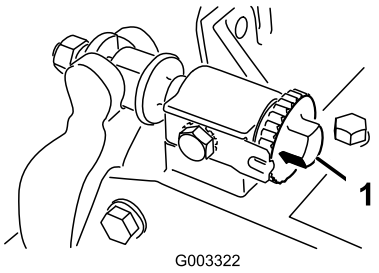
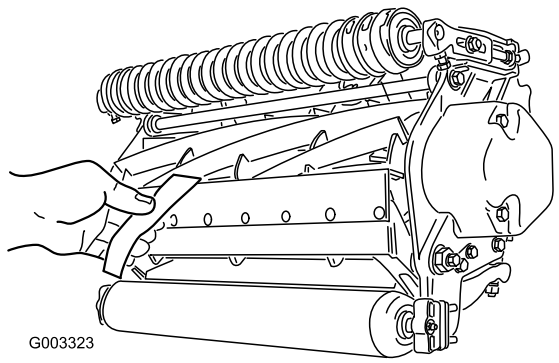

Figur 8
Figur 9
1. Parkera maskinen på en plan, jämn arbetsyta. Kontrollera att det inte finns någon kontakt med cylindern genom att vrida underknivsstångens justerskruvar motsols (Figur 8).
Viktigt: Se till att muttrarna baktill på underknivens justerskruvar inte vilar mot arbetsytan (Figur 8).
3. Sätt in en remsa tidningspapper i cylinderns ena ände, mellan cylindern och underkniven (Figur 9). Vrid cylindern långsamt framåt samtidigt som du vrider underknivsstångens justeringsskruv (Figur 8) medsols (i samma cylinderände, ett klick i taget tills det nyper åt lätt om papperet när det införs framifrån, parallellt med underkniven). Det ska ta emot något när man drar i papperet.
5. När inställningen är klar ska du kontrollera om cylindern kan nypa om ett papper när papperet förs in framifrån, och kan klippa papper när papperet förs in i rät vinkel i förhållande till underkniven (Figur 9). Det ska gå att klippa av papperet med minimal kontakt mellan underkniven och cylinderbladen. Om kontakten/cylindern släpar för mycket måste klippenheten antingen slipas eller fräsas för att få de vassa eggar som krävs för finklippning (se Toros bruksanvisning för vässning av cylinderklippare och roterande gräsklippare, blankettnr 80-300PT).